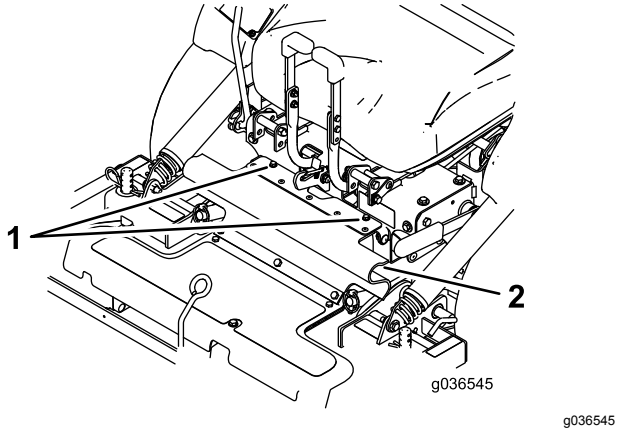

Figur 8
3. Løsn de bolte, der er fastgjort til gummiafskærmningen (Figur 8).
3. Monter gummiafskærmningen med boltene (Figur 8).